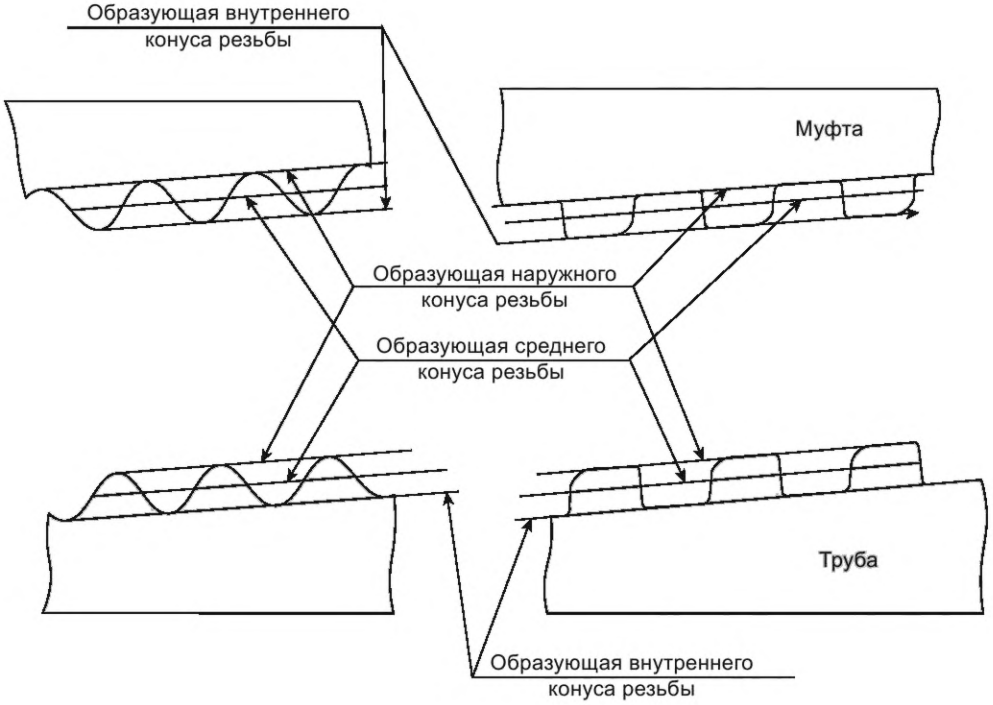

Рисунок 21
25.1 **внутренний конус резьбы:** Конус резьбы, образующая которого проходит через впадины наружной резьбы и вершины внутренней резьбы (см. рисунок 21). minor cone
25.2 **наружный конус резьбы:** Конус резьбы, образующая которого проходит через вершины наружной резьбы или впадины внутренней резьбы (см. рисунок 21). major cone
25.3 **средний конус резьбы:** Конус резьбы, образующая которого проходит через середину высоты исходного треугольника резьбы на треугольной резьбе, через середину высоты профиля резьбы на трапецеидальной резьбе (см. рисунок 21). pitch cone